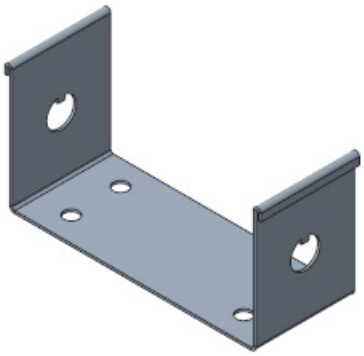

Figure 14-117 *Model after creating the flange walls on the left edge of the base wall and the cut feature on the left flange wall*
1. Create the flange walls on the left edge of the base wall by following the same procedure that was used for creating the first two flange walls on the right edge of the base wall, refer to Figure 14-117. You can also mirror the flange walls with respect to the RIGHT plane.
1. Create the cut feature on the left flange wall by following the procedure used for creating the cut on the right flange wall. The model after creating the cut feature is shown in Figure 14-117.